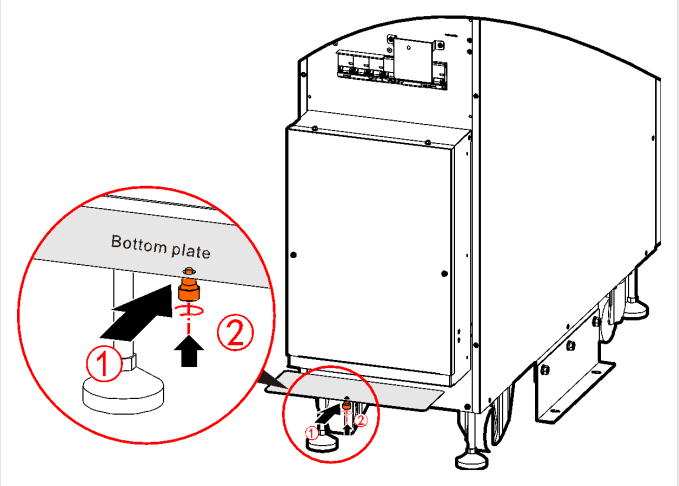

FIGURE 4-20 Step 3 — refit the bottom plate
3. Refit the bottom plate to the wiring box (Figure 4-20).